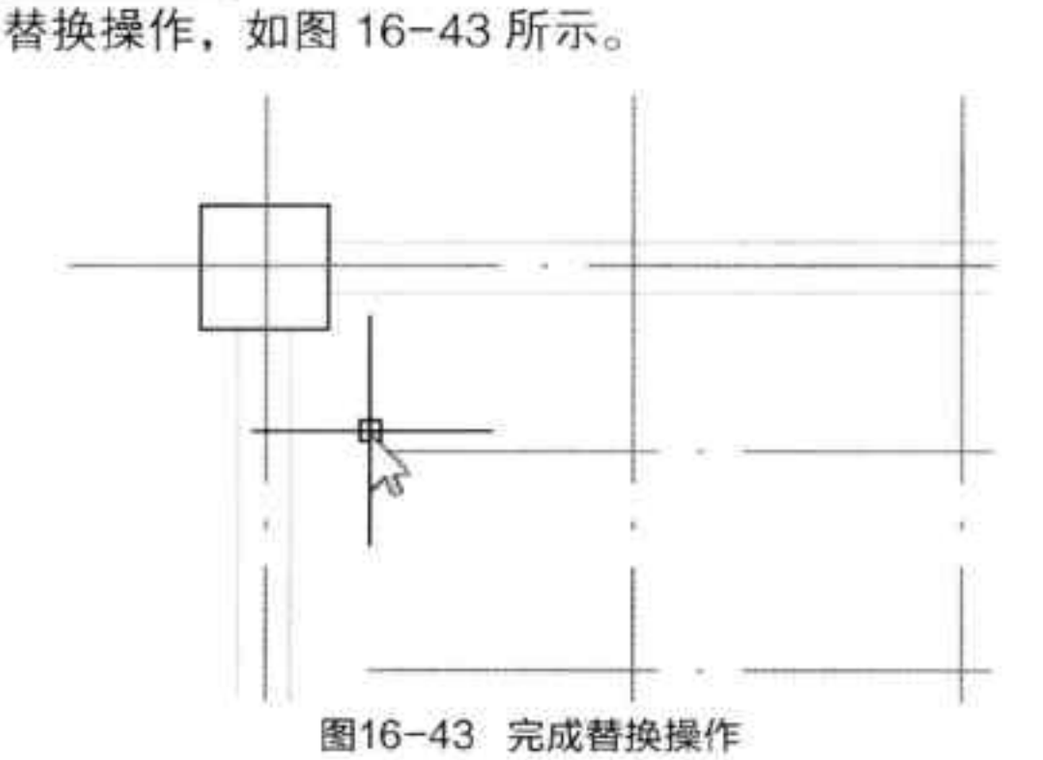

图16-43 完成替换操作
Step 03 选择完成后，按回车键即可完成墙柱替换操作，如图 16-43 所示。